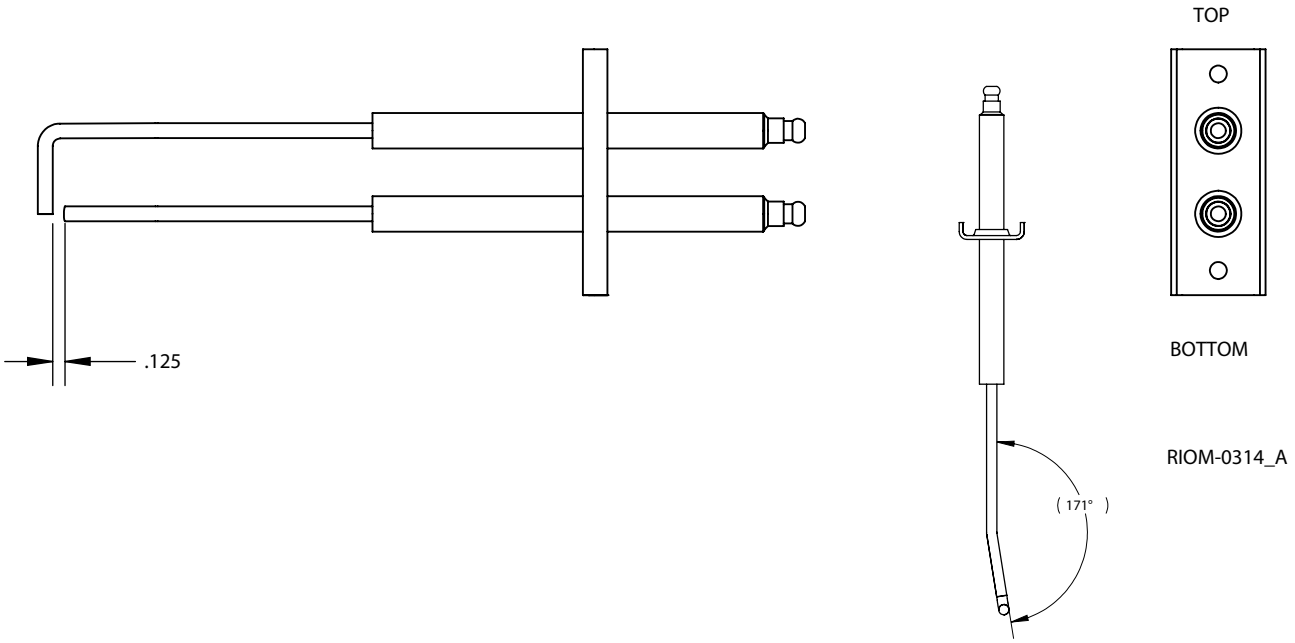

Figure 25 - Gas Adjustments
d. EBM Valve: See Figure 25 for the location of the gas valve low fire adjustment. Use a 2 mm hex wrench. When adjusting the low fire setting, make changes in half turn increments. Allow the flame to stabilize before adjusting each time. If CO2 is too HIGH (O2 too low), reduce gas by turning the adjustment COUNTERCLOCKWISE (one half turn at a time).
c. DUNGS MBC Valve: The high fire trim adjustment is located on the outlet flange, (Figure 21), of the gas valve. Figure 25 provides further illustration of the gas valve high fire location. Rotating the adjustment screw clock-wise will increase the CO2 and lower the O2; rotating counter clock-wise will decrease the CO2 and increase the O2. Continue to step e.
d. EBM Valve: See Figure 25 for the location of the gas valve high fire adjustment. Adjust gas input with a throttle screw adjustment using a long shank common bit screwdriver. When adjusting the high fire setting, make changes in half turn increments. Allow the flame to stabilize before adjusting each time. If CO2 is too HIGH (O2 too low), reduce gas by turning the adjustment CLOCKWISE (one half turn at a time). Recheck the analyzer and flame after each half turn. If CO2 is too LOW (O2 too high), increase gas by turning the adjustment COUNTERCLOCKWISE (one half turn at a time). Recheck the analyzer and flame after each half turn.